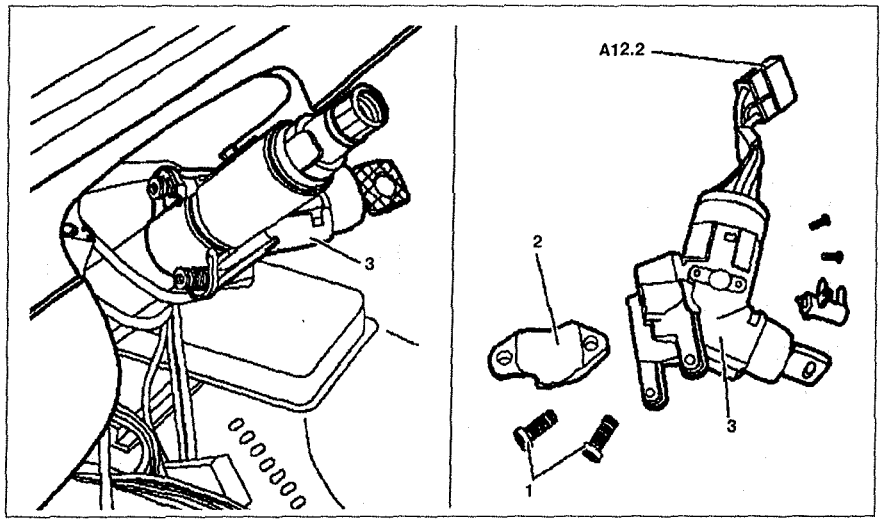

Рис. 8.4. Замок зажигания:
4. Отсоедините вакуумную трубку от замка зажигания **3** (см.рис.8.4).